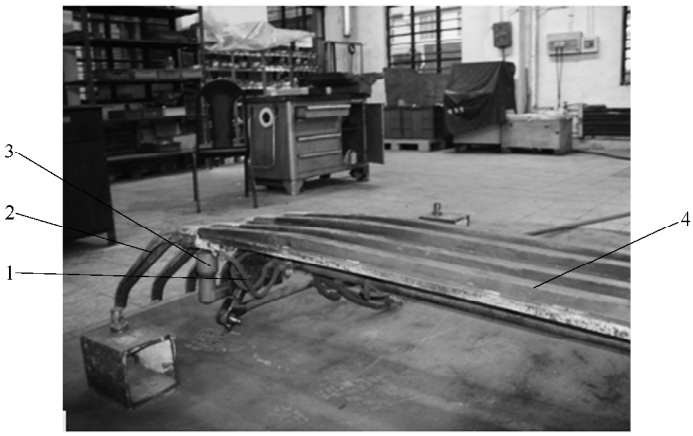

图 1 - 1 - 3　受电弓的集电头
(1) 检查滑板有无磨损和裂纹。有裂纹或局部磨损剩余厚度为 2 ~ 3 mm 的滑板要及时更换。
(2) 在安装新滑板时滑板和弓角必须符合要求。
(3) 安装时要用预先装配好和调整过的集电头。
(4) 检查所有集电头部件是否损坏,受电弓的集电头如图 1 - 1 - 3 所示。